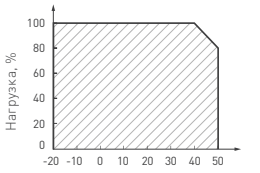

Рис. 3. Максимальная допустимая нагрузка, % от мощности источника
4.3. Не нагружайте источник питания более чем на 80% от его максимальной мощности. Учитывайте, что с повышением температуры окружающей среды максимальная мощность источника питания снижается, см. график зависимости на рис. 3.